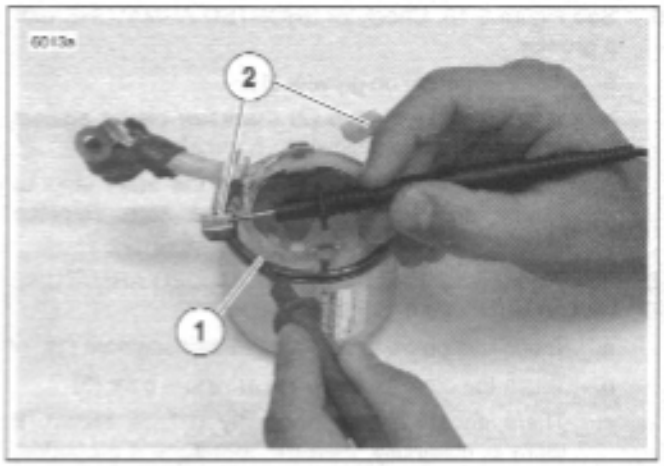
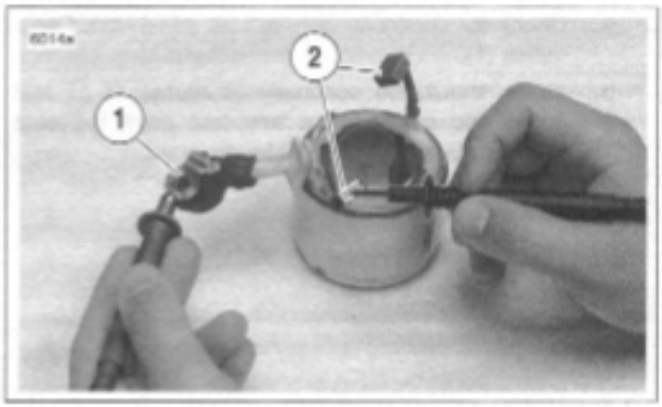
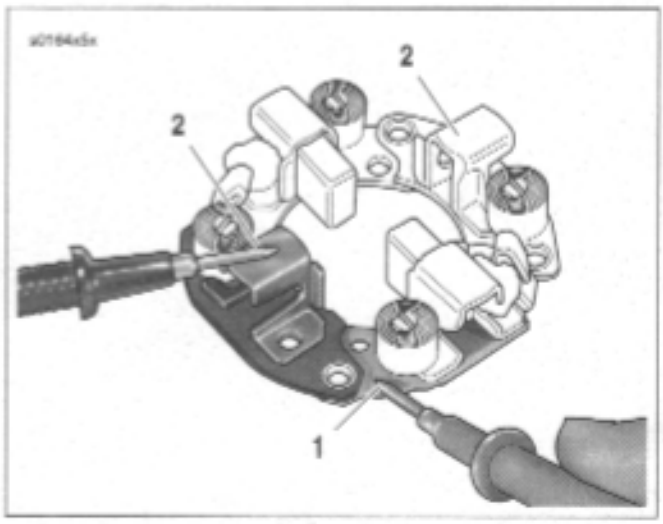

Figure 5-21. Grounded Field Test
Figure 5-22. Open Field Test
Figure 5-23. Brush Holder Insulation Test
12. See Figure 5-21. Check for GROUNDED FIELD COIL with an ohmmeter or continuity tester.
a. Touch one probe to the frame (1).
b. Touch the other probe to each of the brushes (2) attached to the field coil.
13. See Figure 5-22. Check for OPEN FIELD COILS with an ohmmeter or continuity tester.
a. Touch one probe to the field wire (1).
b. Touch the other probe to each of the brushes attached to the field coil(s) (2).
14. See Figure 5-23. Test BRUSH HOLDER INSULATION with an ohmmeter or continuity tester.
a. Touch one probe to holder plate (1).
b. Touch the other probe to each of the positive (insulated) brush holders (2).